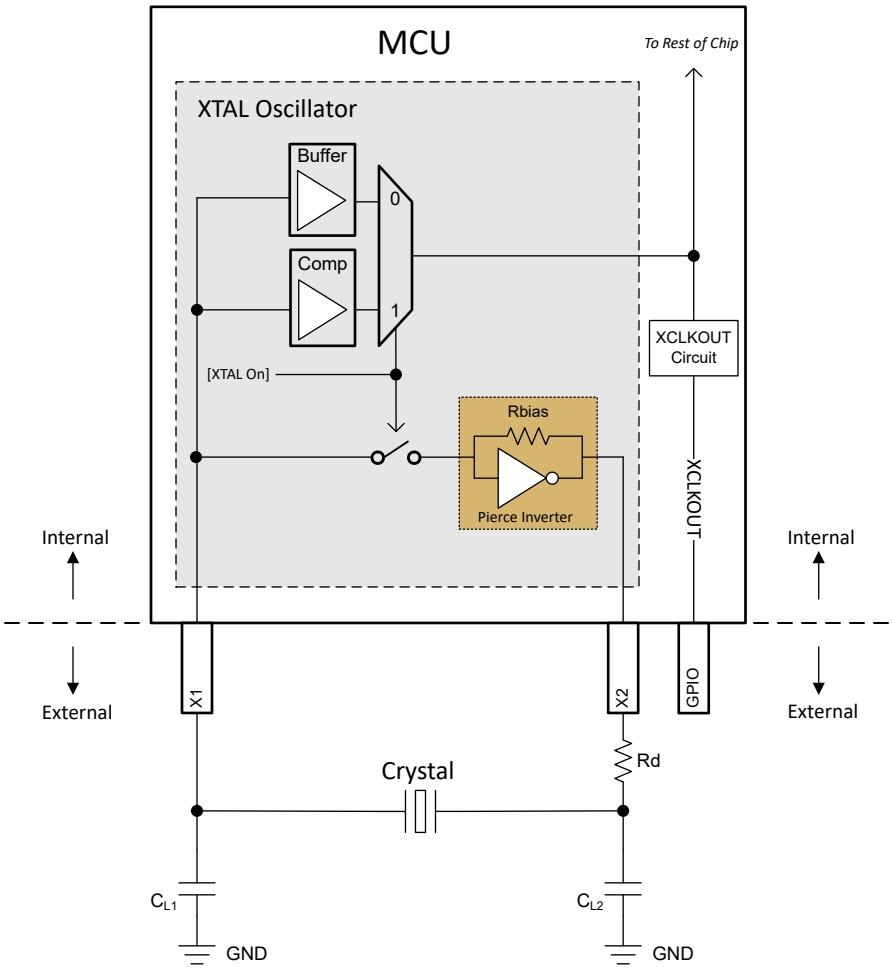

図 6-16. 電気発振回路のブロック図
このデバイスの電気発振回路は、ピアス発振器です。これは正帰還インバータ回路であり、発振するためにはチューニング回路が必要です。この発振器に適合する水晶振動子と組み合わせると、タンク回路が形成されます。このタンク回路は、水晶振動子の基本周波数で発振します。このデバイスでは、発振器は、並列容量 (C0) および必要な負荷容量 (CL) によって、並列共振モードで動作するように設計されています。図 6-16 に、電気発振回路とタンク回路の部品を示します。